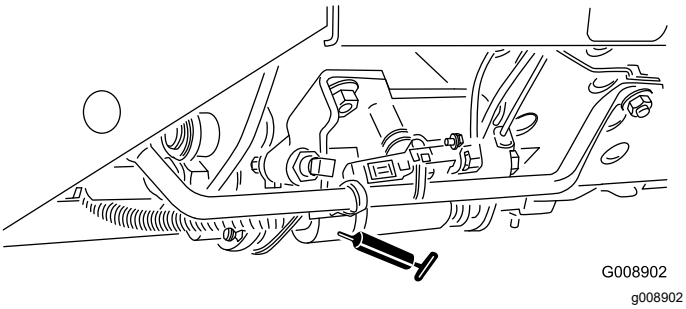

**Figur 50**
- Klippe/transportskyder (Figur 50)